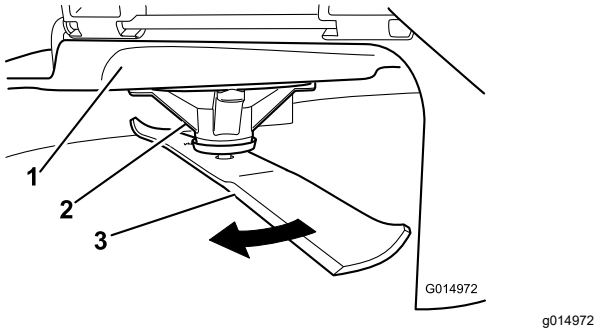

Figur 59
2. Ta på tykke arbeidshansker eller annet hensiktsmessig håndvern og sakte roter kniven som skal måles, til en stilling som gjør det mulig å måle avstanden mellom kniveggen og den plane overflaten maskinen står på (Figur 59).